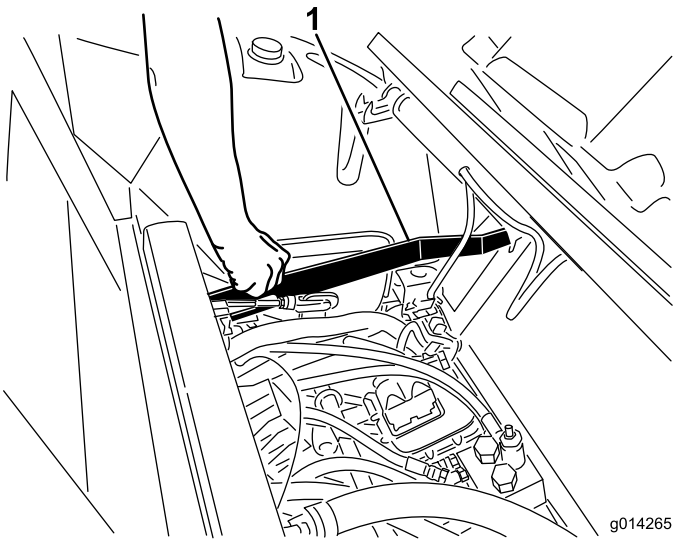

Figur 13
1. Dra opp setelåsens utløsningsstang, og senk setet i låst posisjon (Figur 13).